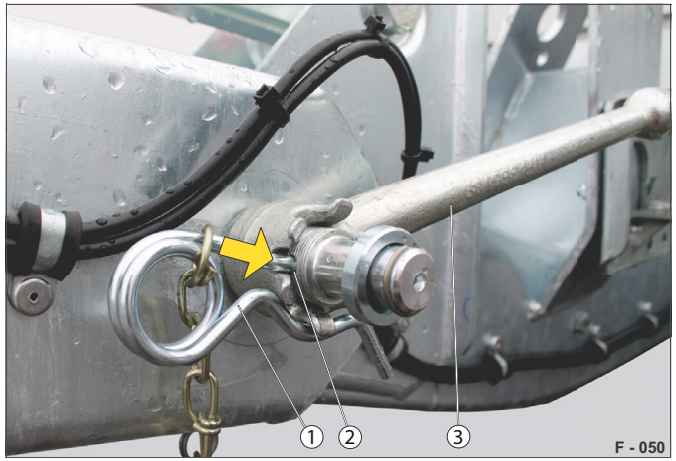

Abb. 48 Aretace a zajištění
▶ Pevně zatáhněte za zajišťovací kolík (Abb. 48/3).
Otvor (Abb. 48/2) pro pružinový konektor (Abb. 48/1) musí být volný.